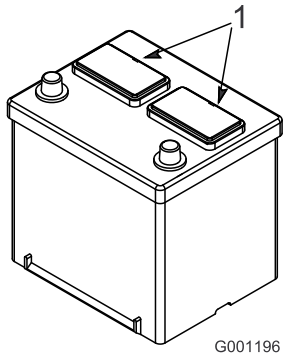

Figure 9
2. Nettoyez le dessus de la batterie puis retirez les bouchons d'aération (Figure 9).